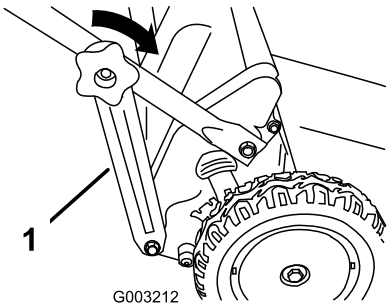

Figura 6
5. Montate le staffe (Figura 6) della stegola ai lati della sezione inferiore della stessa.